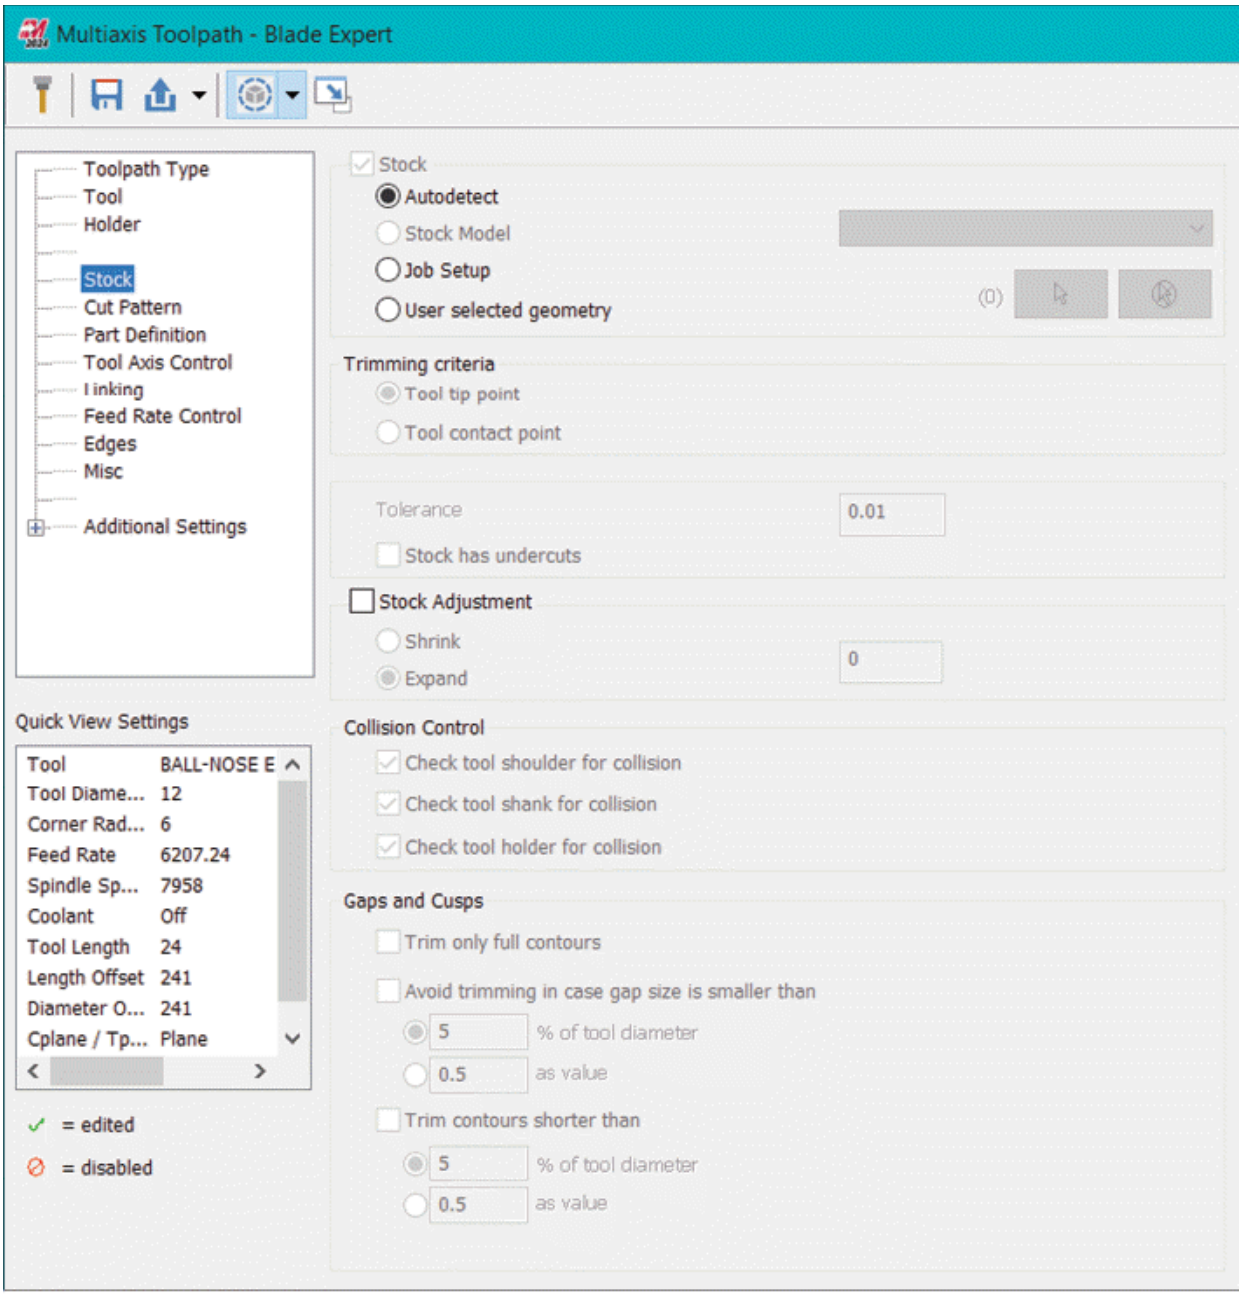

Figure-58. Stock page
- Select the **Stock** option from left area in the dialog box. The options in the page will be displayed as shown in Figure-58. Select the **Autodetect** radio button to automatically identify stock left after previous operations.